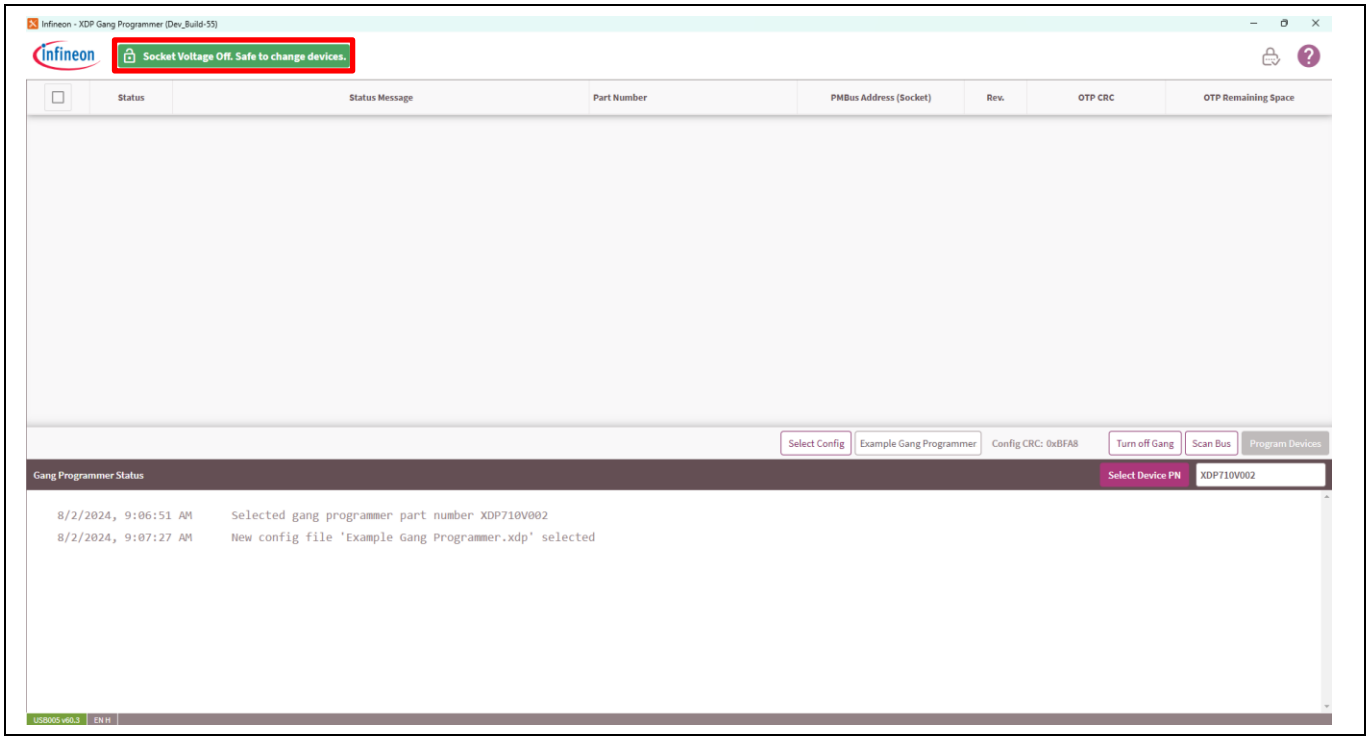

Figure 20 Safe socket voltage message
6. After loading the config file, ensure that the message in green appears as shown in Figure 20